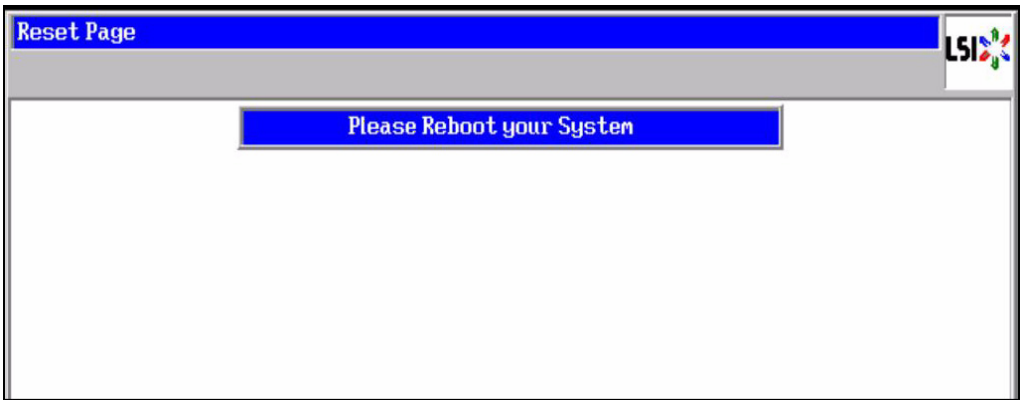

Figure B.2.8-13 Reset Page window
(16) The reset page window is displayed as shown in Figure B.2.8-13. Press the power switch to turn off the power of the node.